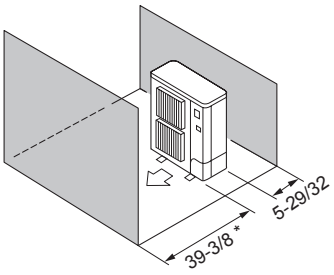

Fig. 3-9
⑤ Obstacles uniquement à l’avant et à l’arrière (Fig. 3-9)